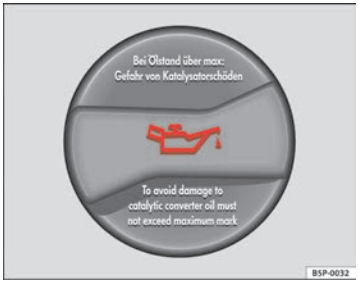

Fig. 165 In the engine compartment: Engine oil filler cap
– Unscrew cap from oil filler opening ⇒ fig. 165.
– As soon as the oil level is in area (B), carefully close the cap.